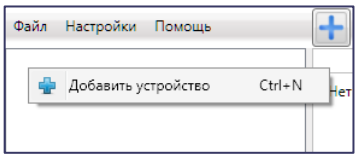

Рисунок 4.3 — Регистрация контроллера вручную
- щелкните правой кнопкой мыши по свободному месту в области дерева устройств программы *Конфигуратор Профессионал* (см. 4) и в появившемся меню выберите *Добавить устройство* (см. рисунок 4.3);